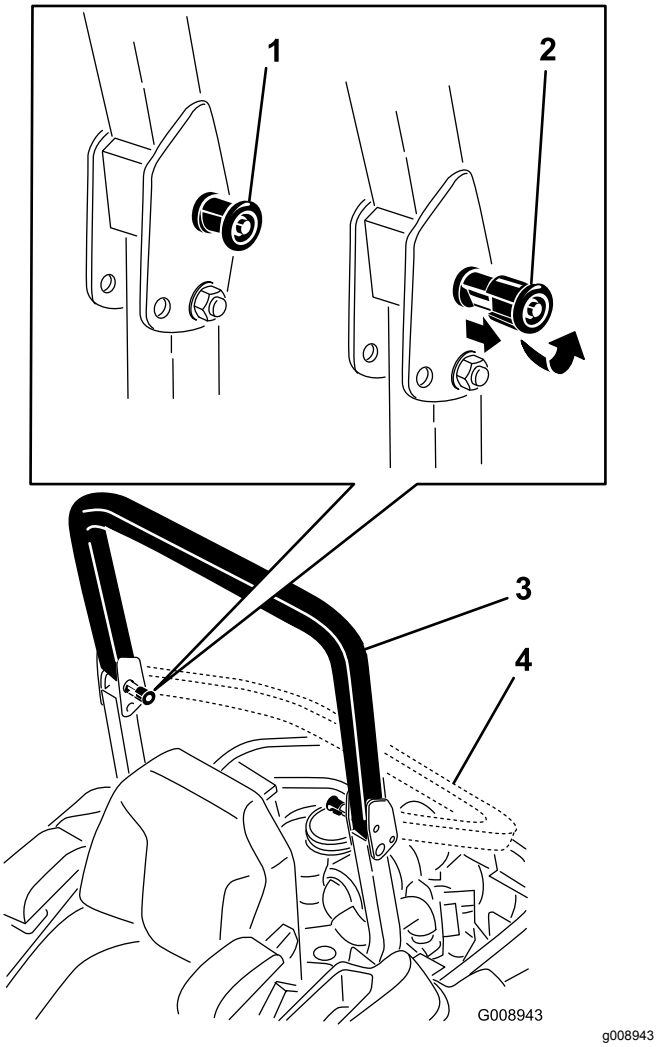

Figura 8
2. Tire de ambos pomos hacia fuera y gírelos 90º para desengranarlos (Figura 8).
3. Coloque la barra antivuelco en la posición de bajada (Figura 8).
4. Para elevar la barra antivuelco, suba la barra a la posición de uso, y gire los pomos para que se introduzcan parcialmente en las ranuras (Figura 8).
5. Eleve la barra a la posición vertical, presionando sobre la parte superior de la misma; las clavijas encajarán en cuanto se alineen con los orificios (Figura 8).